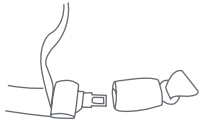

Fig. 17-1
- A lap belt that is manually adjusted and will remain tight while the vehicle is in motion is suitable for use with the Safety Seat. Pulling the belt through the buckle after the buckle is fastened tightens this type of seat belt. The center rear seat belt is most often this type of seat belt (Fig. 17-1).